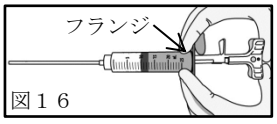

図１６
①バレルのノズルに注入針Φ4.0㎜ を取付けてください。
②両手を用いて、人差し指と中指をフランジにかけ、親指でハンドルを押し、ペーストを直接補填してください。（図１６）